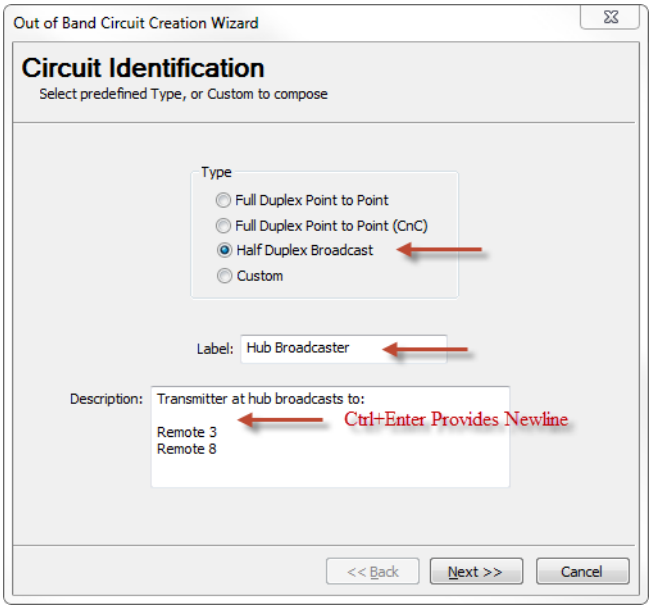

Figure 7-16 Circuit Identification, Half Duplex Broadcast
1. Right-click on the site icon that will be the transmitting source for the broadcast and select **Create OOB Circuit** from the drop-down menu to open the Circuit Creation Wizard. The **Circuit Identification** dialog will appear, as shown in.figure 7-16.